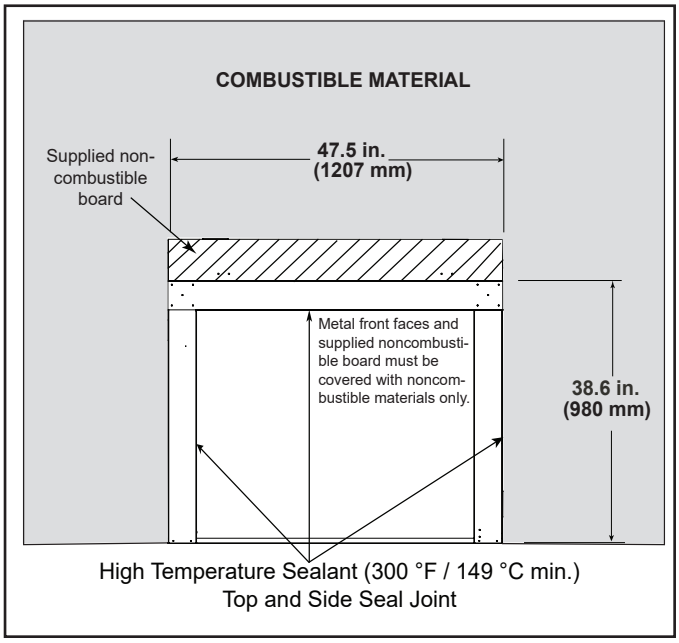

Figure 10.1 Non-combustible Facing Diagram (Indoor Side)
- Seal joints between the finished wall and appliance top and sides using a 300 ºF minimum sealant. Refer to Figure 10.1.